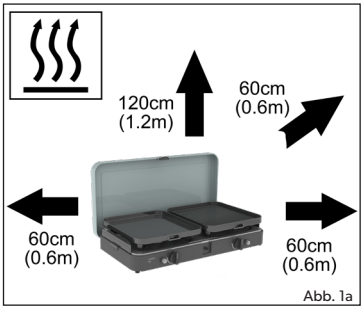

Abb. 1a
- Achten Sie darauf, dass das Gerät von allen brennbaren Materialien entfernt benutzt wird. Die Mindest-Sicherheitsabstände betragen: über dem Gerät = 1,2m, hinten und an den Seiten = 0.6m (Abb. 1a).